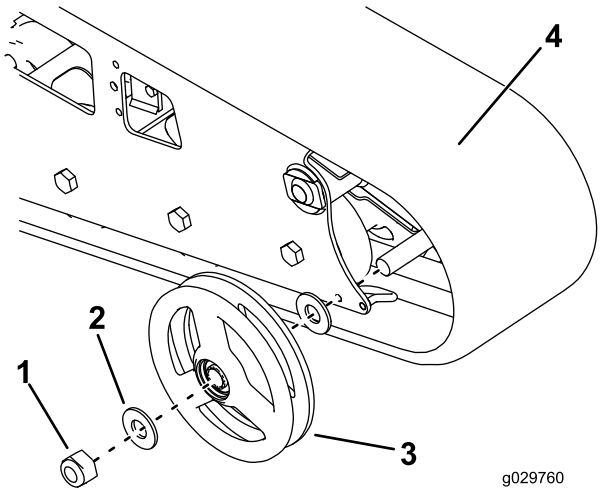

Rysunek 55
2. Odkręć nakrętkę mocującą zewnętrzne koło przednie, a następnie zdejmij koło (Rysunek 55).
3. Zdejmij gąsienicę (Rysunek 55).
4. Zdejmij dwie duże podkładki z kół zewnętrznych, jedną po każdej stronie każdego z kół (Rysunek 55).
7. Załóż nową gąsienicę (Rysunek 55).
8. Załóż zewnętrzne koło przednie i zabezpiecz je wcześniej odkręconą nakrętką (Rysunek 55).